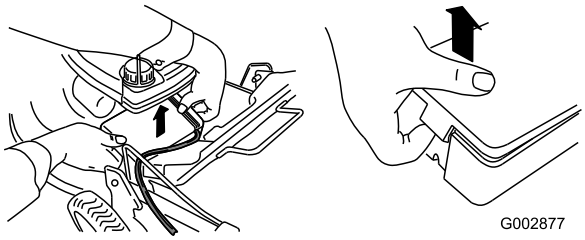

Figur 38
1. Snäpp upp batteriluckan i bägge sidor och ta bort den (Figur 38).